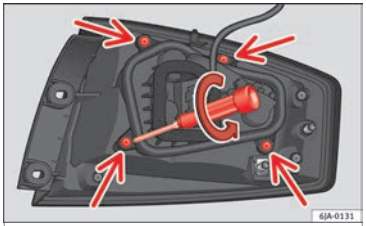

Fig. 100 Retaining screws on reverse side of rear light unit.
– Unscrew the four retaining screws from the bulb holder anti-clockwise using a screwdriver or a Torx 20 key (T20) from the vehicle tool kit ››› Fig. 100. Take care not to lose the bulb holder retaining screws.